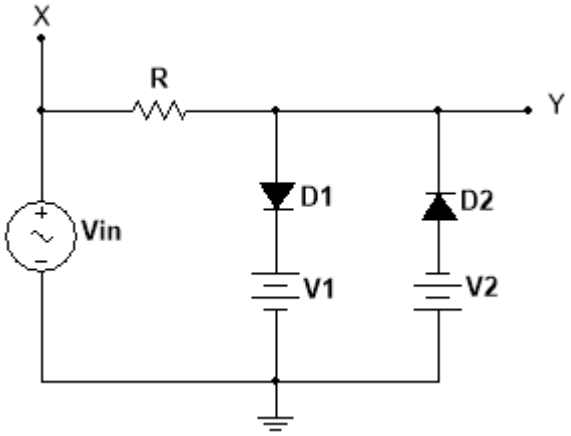

Figure 2. Parallel Clipper Circuit
2) Construct the circuit in Fig. 2. Apply an input signal as sinusoid of amplitude 10 V_{PP} and frequency 50 Hz. Display and plot the input and output waveforms on the oscilloscope simultaneously. Display the V_{out} vs. V_{in} transfer characteristics of the circuit on the oscilloscope using XY facility of DSO. (R=1 kΩ, V_1=2 V, V_2=5 V). What is your observation on output? Is it expected value? Why?